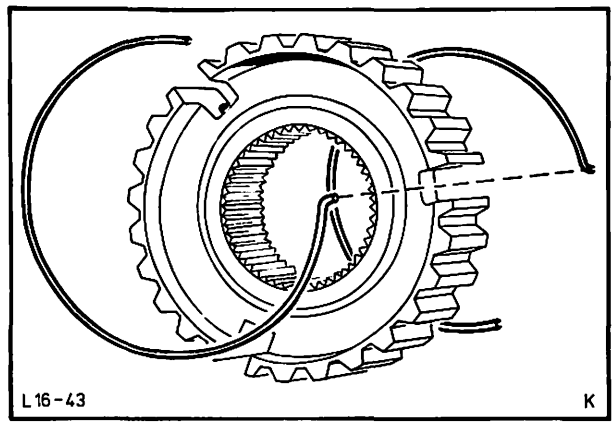

Abb. 56 Synchronfedern einbauen
25. Synchronkupplung 3./4. Gang zusammenbauen, dazu Synchronriegel einsetzen und Synchronfedern versetzt von einem Riegel ausgehend einlegen, Abb. 56. Markierung Schaltring und Nabe müssen übereinanderstehen.